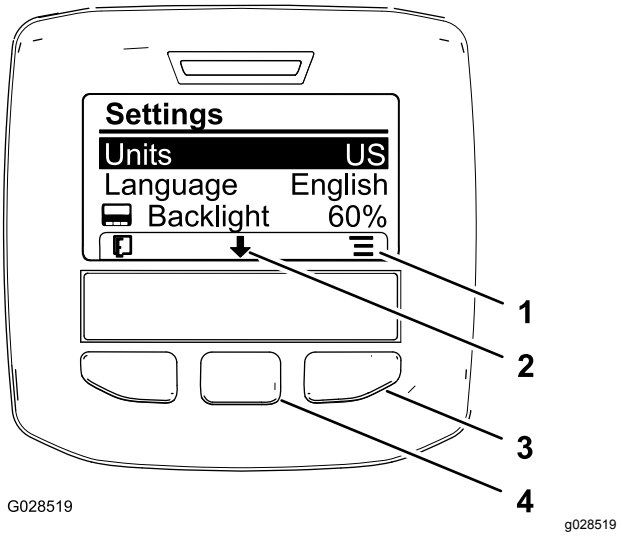

Figur 53
2. Bruk den høyre valgknappen til å endre de oppførte måleenhetene (Figur 53).
3. Trykk på den midtre valgknappen (knappen under pil ned-ikonet på skjermen) for å velge Språk-alternativet og endre språket som brukes på skjermen (Figur 53).
4. Trykk på den høyre valgknappen (knappen under listeikonet på skjermen) for å utheve språket som brukes på skjermen (Figur 53).
6. Trykk på venstre valgknapp for å gå tilbake til hovedmenyen (Figur 53).